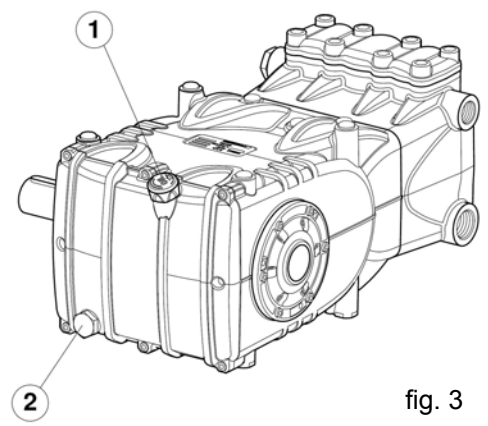

fig. 3
From the oil dipstick pos. ①, fig .3.
The correct checking of the oil level is made with the pump not running, at room temperature. The oil change must be made with the pump at working temperature, removing the oil dipstick pos. ①, and then the drain plug pos. ②, fig. 3 .